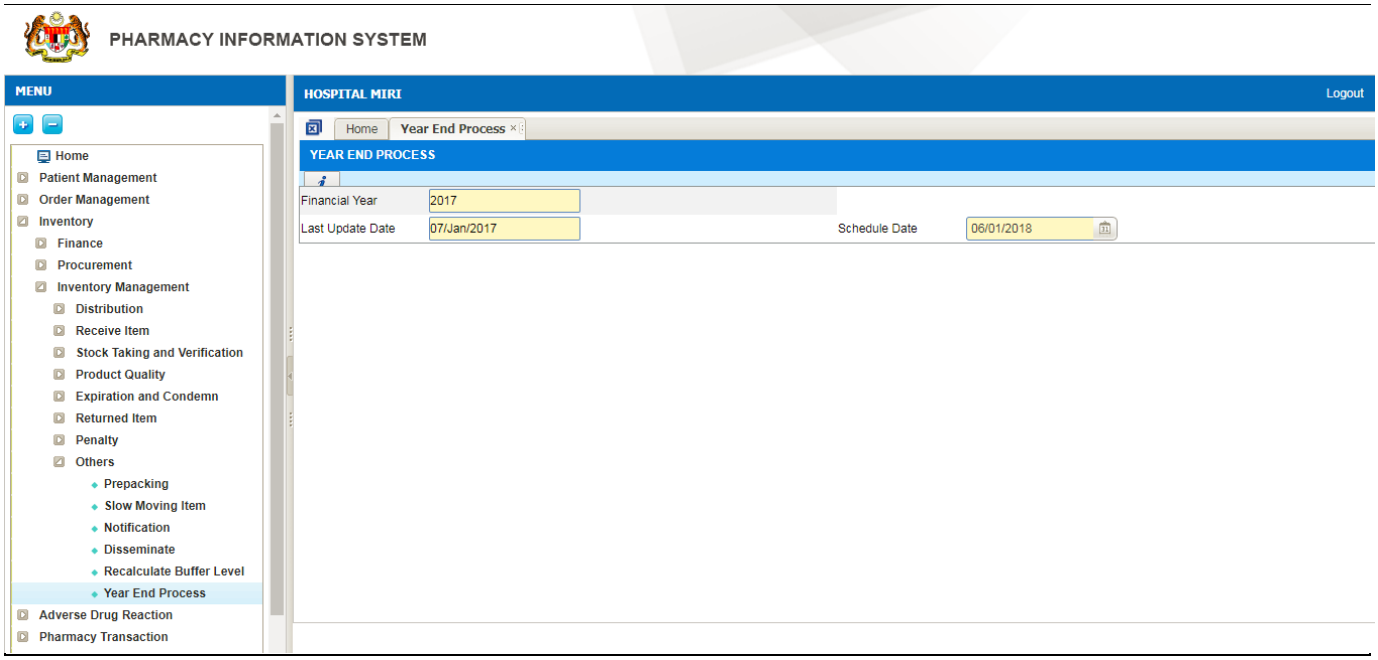

Figure 3.1-3 Year End Process done for the current financial year
- *Click Yes and the Year End Process transaction is successfully done as displayed in Figure 3.1-3.*